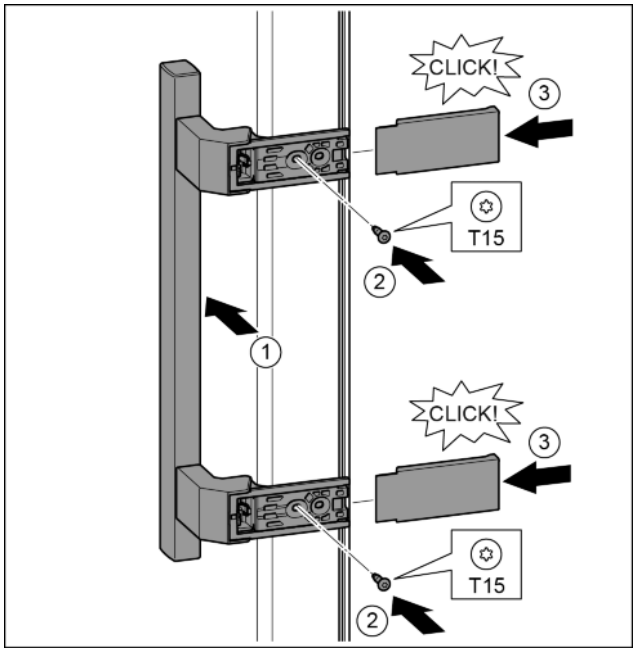

Fig. 21
- ▶ Position the handle on the other side. *Fig. 21 (1)*
- ▶ Tighten the screws with the T15 screwdriver. *Fig. 21 (2)*
- ▶ Position the covers on the side and push in. *Fig. 21 (3)*